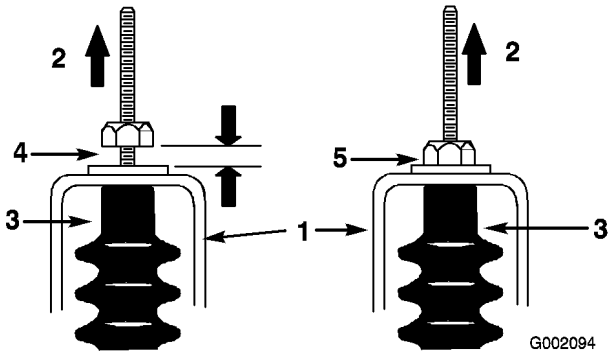

Figur 41
5. Dra uppåt i varje växelkabel för att säkerställa att det inte finns något gap mellan muttern/brickan och neutrallägesfästet (Figur 41). Om det finns ett gap drar du åt muttern.